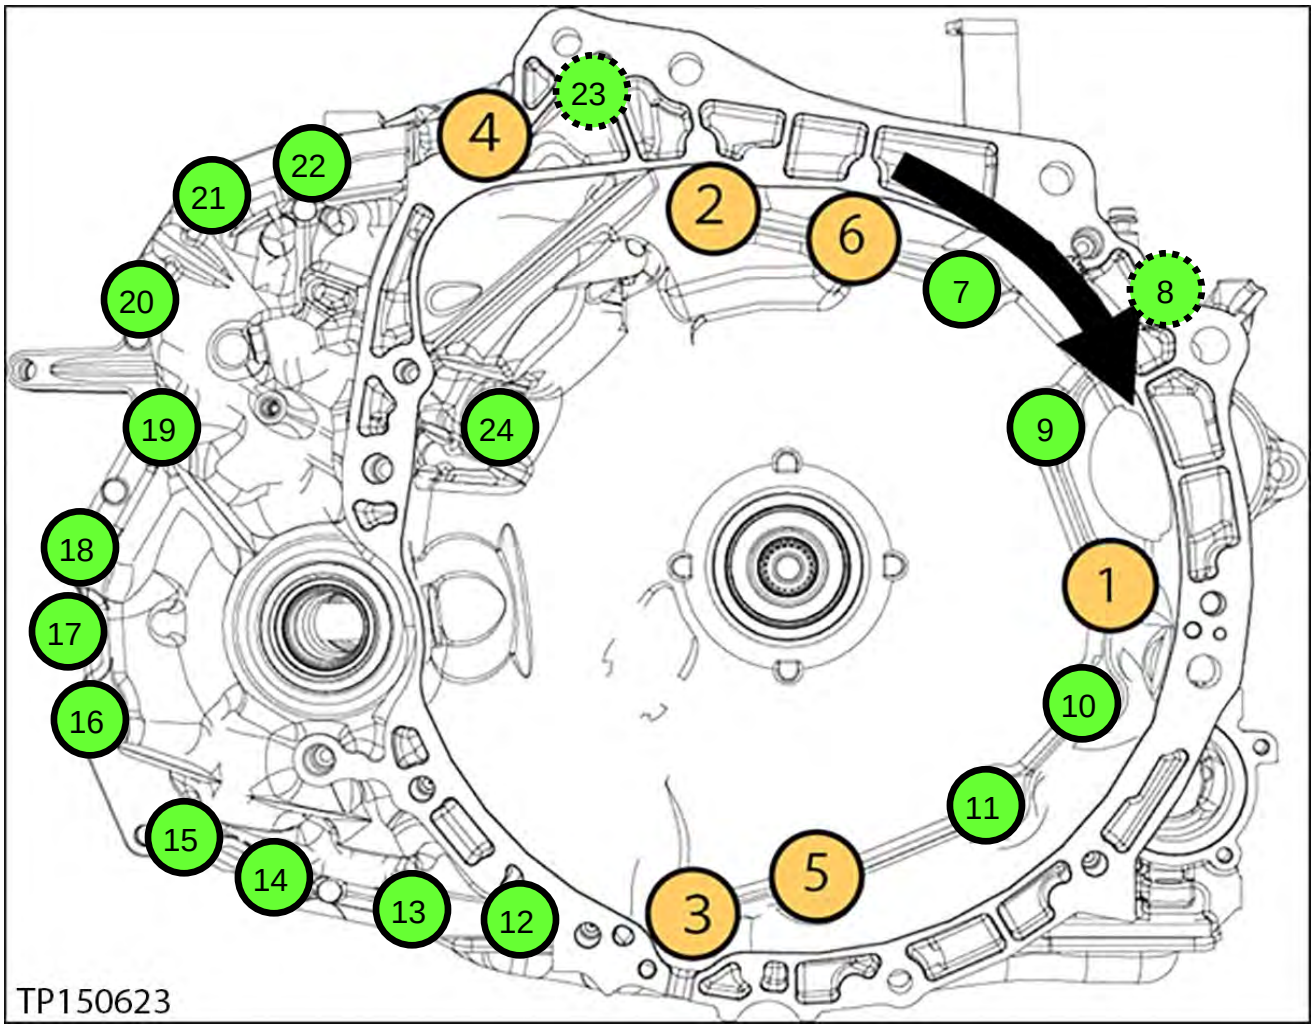

Figure 16I
15. Install the torque converter housing onto the CVT case (see Figure 16I for torque sequence):
- Install new bolts (24).
a. Torque the first six (6) bolts with symbol ● in numbered sequence (see below).
IMPORTANT: Make sure to torque the bolts in the sequence shown (Figure 16I).